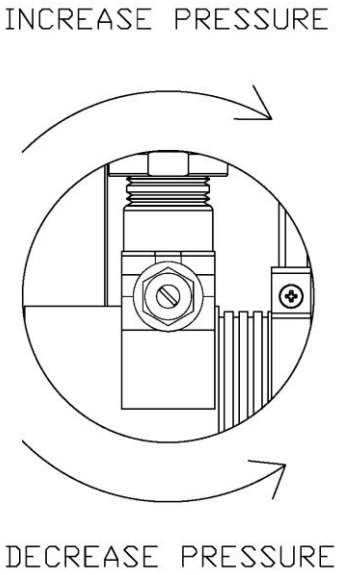

FIGURE 3
5. Turn the RO system on #6 and adjust the concentrate (waste) valve #8, recycle valve # 7 (If Applicable), and the bypass screw on the pump to the designed flow and pressure. (Figure 3, Page 23)
Use a fat screw driver to increase or decrease the pressure to the bypass valve. To increase the pressure turn the screw clockwise. To decrease the pressure turn the screw counter clockwise. (Figure 3, Page 23)